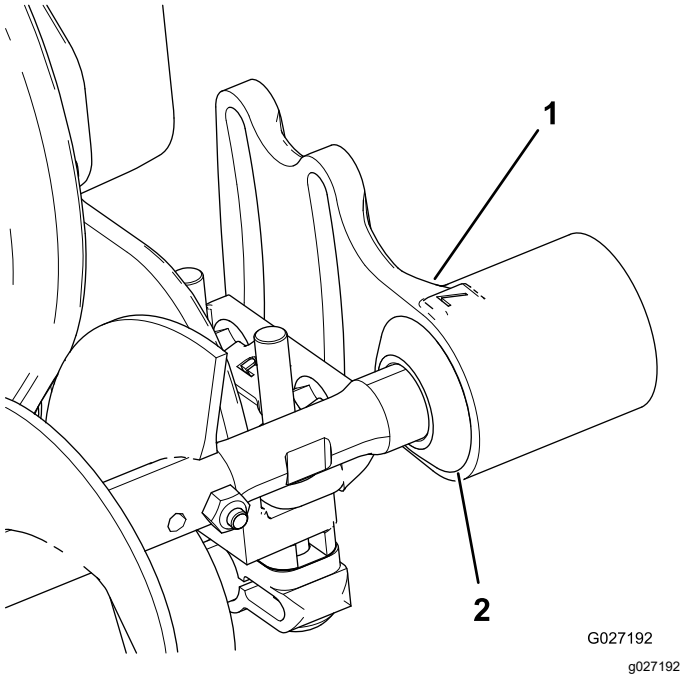

Figura 11
1. Deslize cada vedante de eliminação de sedimentos para fora até que os rebordos vedantes fiquem em ligeiro contacto com cada caixa de rolamentos (Figura 11).